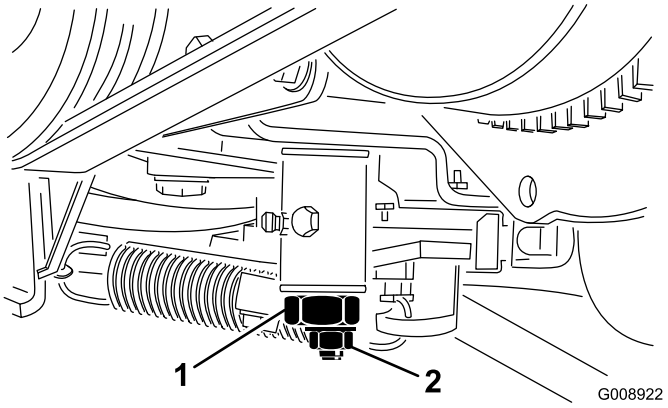

Figur 68
3. Lossa låsmuttern på justeringskammen för hjuldrivningen (Figur 68).